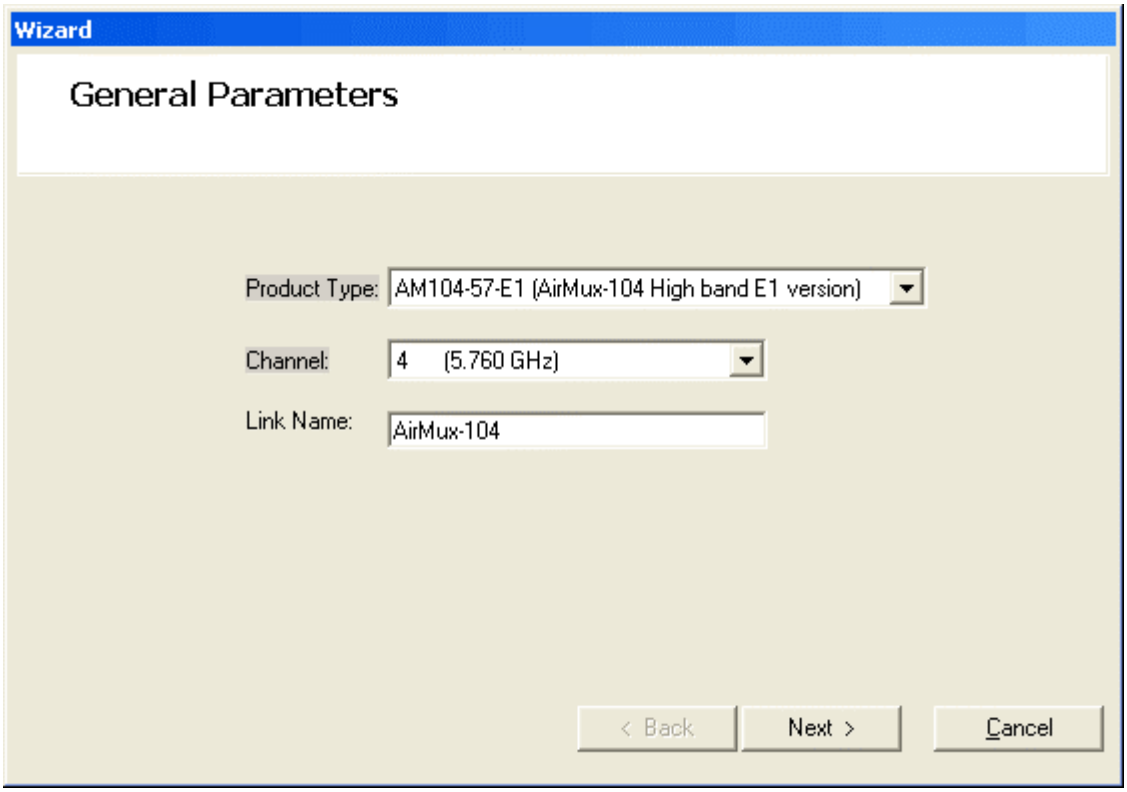

Figure 2-4. General Parameters Dialog Box
2. The General Parameters dialog box appears (see *Figure 2-4*).